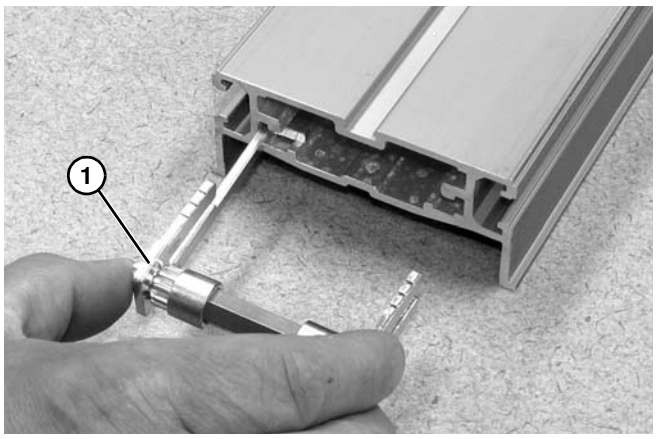

Figure 92
7. Replacer l'ensemble des pignons **(Figure 92, élément 1)** dans le châssis du convoyeur.